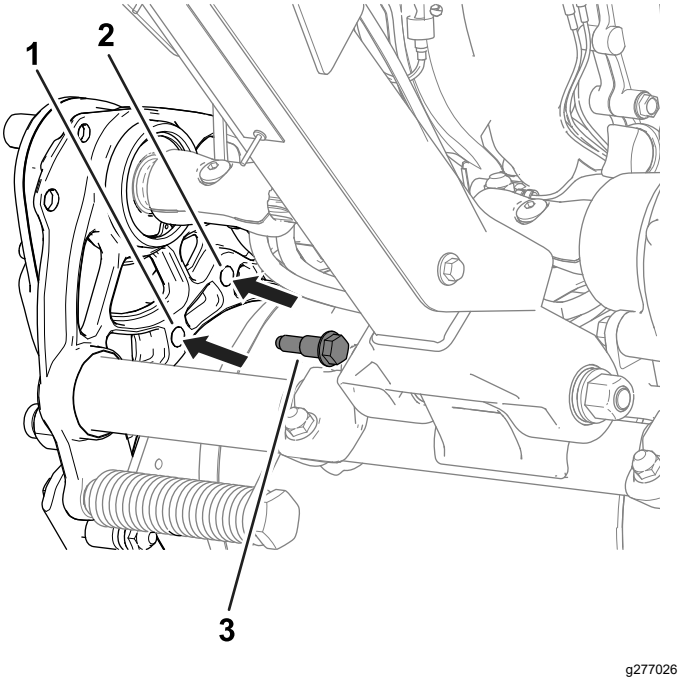

**Figuur 19**
2. Verwijder de borstbouten (Figuur 19) aan elke kant van de machine waarmee de behuizing van de trommelaandrijving aan het chassis is bevestigd.
4. Gebruik de eerder verwijderde borstbouten om de behuizing van de aandrijving te bevestigen aan het chassis (Figuur 19).